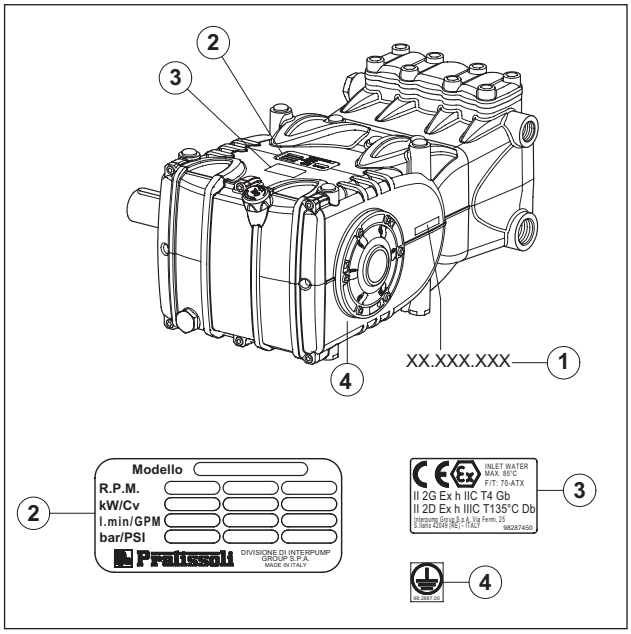

Abb. 1
Jede Pumpe ist durch eine Seriennummer XX.XXX.XXX, siehe Pos. ① und ein Typenschild, siehe Pos. ② in Abb. 1 mit folgenden Daten gekennzeichnet: